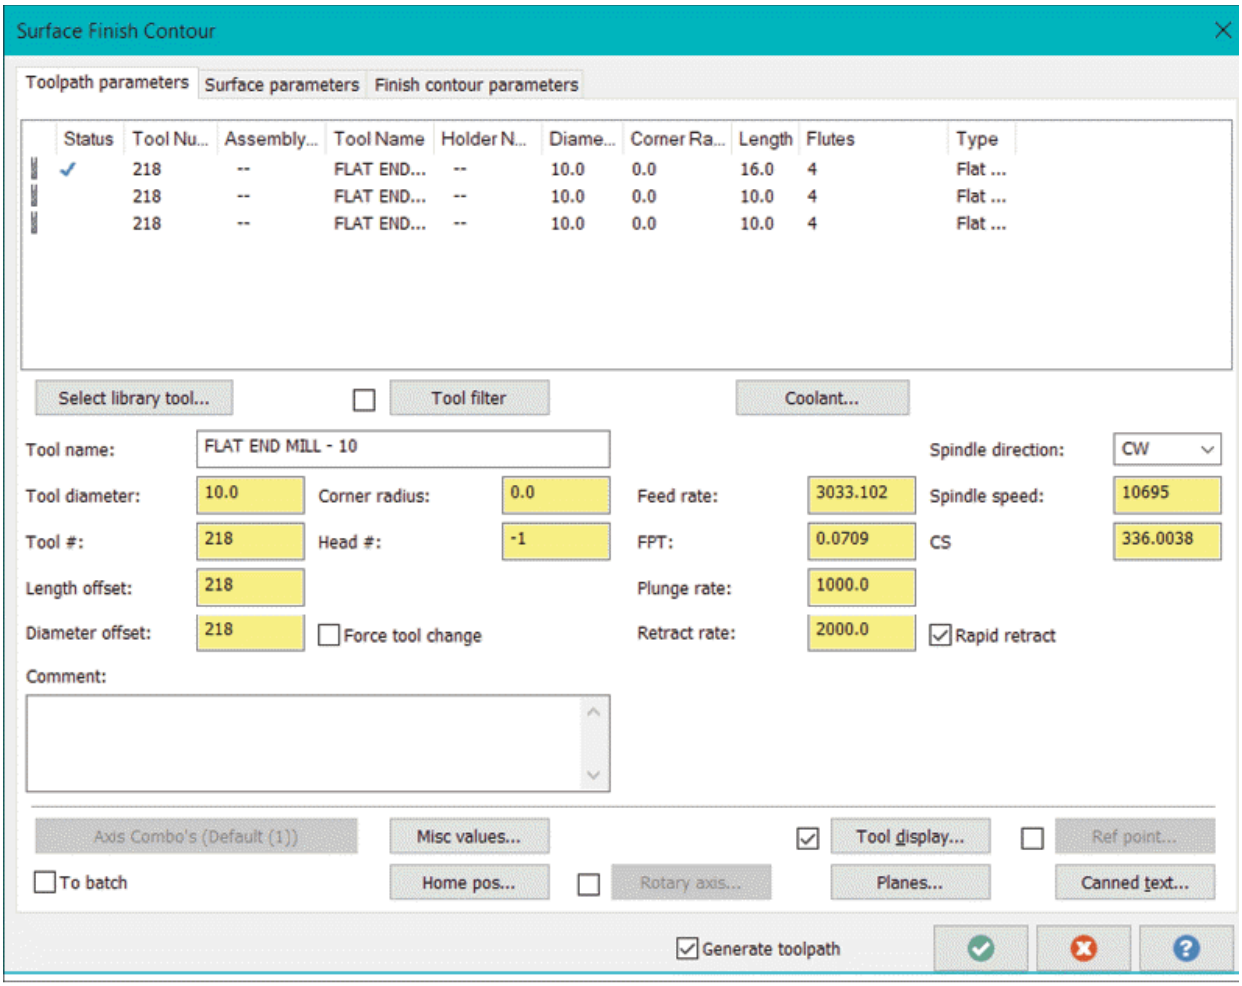

Figure-55. Surface Finish Contour dialog box
- Select desired entities for containment, avoidance, and start point of toolpath using the tools in the **Toolpath/surface selection** dialog box and click on the **OK** button. The **Surface Finish Contour** dialog box will be displayed; refer to Figure-55.